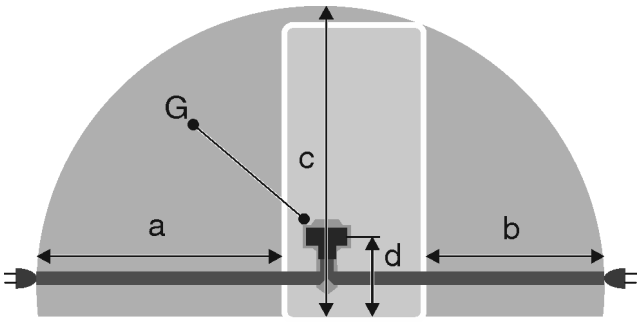

Fig. 25
- La caja de enchufe se encuentra fuera del área de la parte trasera del aparato en la zona indicada *Fig. 25 (a, b, c)*.
▶ Inserte el conector *Fig. 25 (G)* del aparato en la parte trasera del mismo. Preste atención a que encaje correctamente.